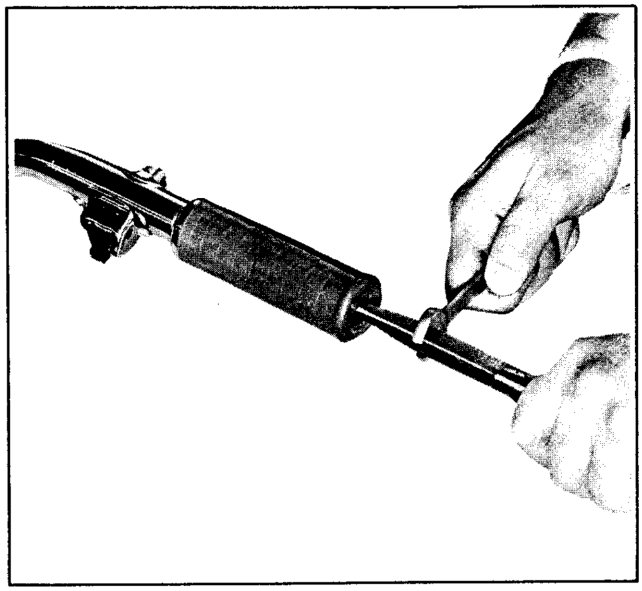

Figure 2D-1. Removing Handlebar Controls
DISASSEMBLING HANDLEBAR CONTROLS (Fig. 2D-2)
Insert a large screwdriver through hole in end of grip as shown in Fig. 2D-1 and loosen handlebar end screw (1). Handlebar end screw and spring (2) will remain inside grip. Remove grip sleeve assembly (3), exposing working parts.